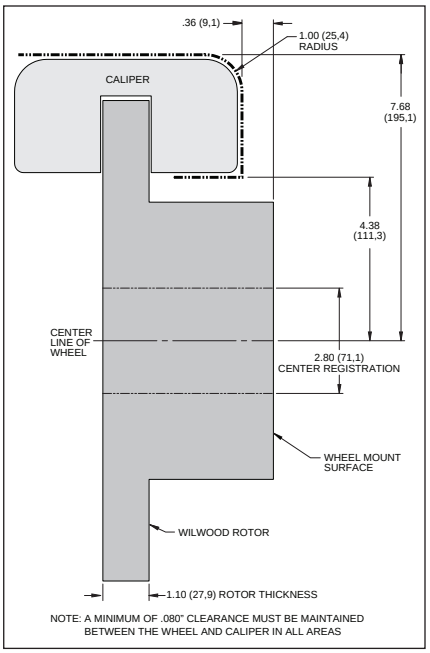

Figure 3A, P/N 140-15844. Wheel Clearance Diagram
- **Review the Wheel Clearance Diagram (Figure 3A or 3B, page 4) to verify that there is adequate clearance with the wheels you will be using with the installation.**